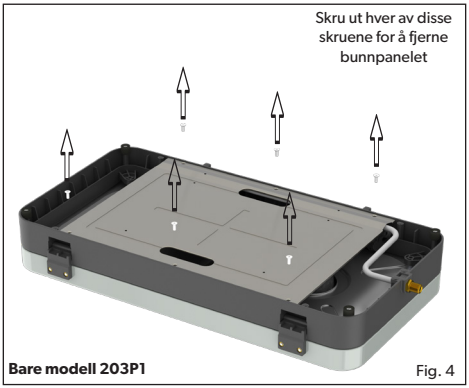
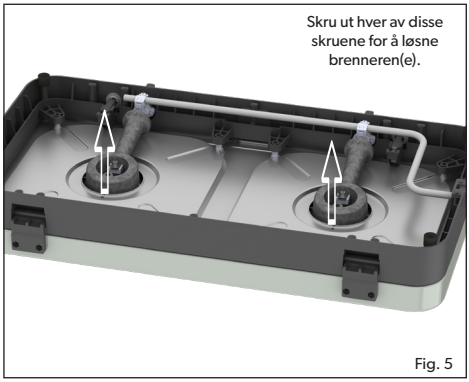
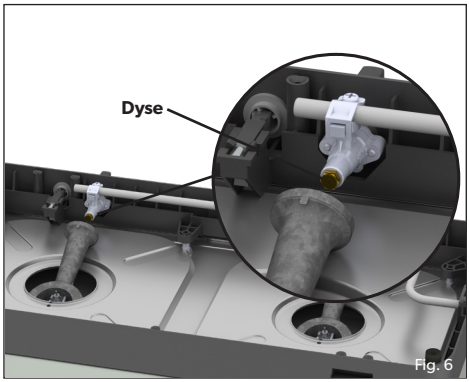

Fig. 4
Fig. 5
Fig. 6
- **For å skifte ut dysen:** Fjern eventuelle kokeoverflater, lukk lokket og snu apparatet opp ned. Skru forsiktig av bunnpanelet ved å fjerne skruene (fig. 4) (Bare modell 203P1). Løsne skruen på passende brenner(e) (fig. 5), skru forsiktig ut og slipp brenneren som vist for å avsløre strålen. Merk at brenneren er koblet til piezokabelen, etter at du har skiftet munnstykket og satt sammen igjen, sjekk at denne kabelen fortsatt er tilkoblet. Strålen er nå synlig på ventilen, fjern strålen med en passende skiftenøkkel (fig. 6). Ikke bruk tang på munnstykket, da dette kan skade strålemunnstykket og gjøre det ubrukelig eller umulig å fjerne. Skru den nye strålen inn i ventilen. Ikke stram for mye da dette kan skade munnstykket.